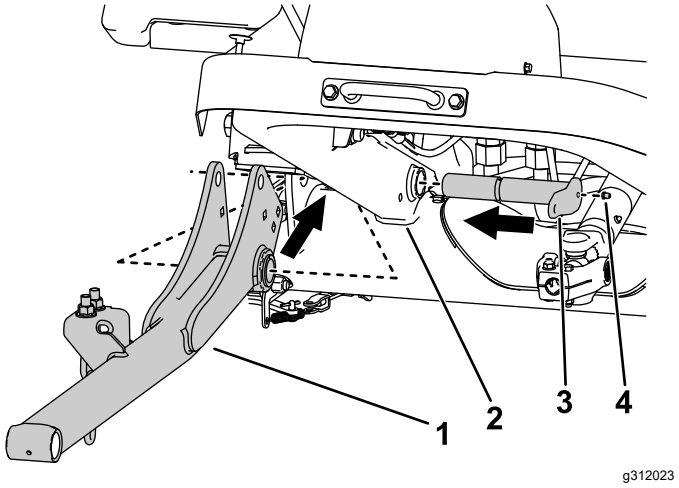

Figur 5
2. Använd två stora stift för att montera lyftarmarna på maskinramen (Figur 5).
3. Montera smörjnipplarna på de stora stiften (Figur 5).